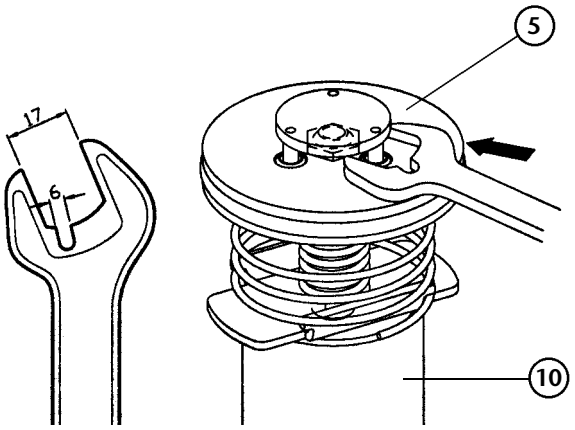

Fig. 9
4. Use a prepared 17mm wrench (see fig. 9) to disassemble the inverting set (5).
4. Desenroscar el conjunto inversor (5) con una llave fija de 17mm preparada (Fig. 9).